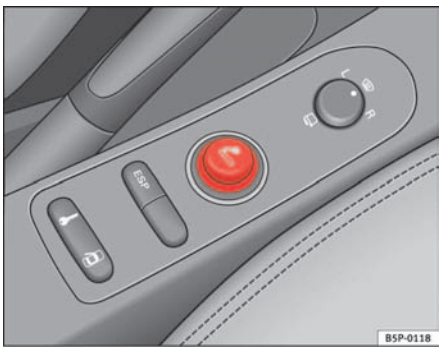

Fig. 114 The cigarette lighter is located in the electric socket on the front of the centre console
– Press on the cigarette lighter ⇒ fig. 114 to activate it ⇒ ⚠.